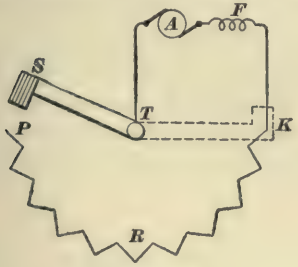

FIG. 35.
**45.** There is very little difference between a rheostat, like the one that we have just considered, and a platform controller. With a rheostat, Fig. 35, the resistance is cut out gradually, by the shoe moving around the half circle *P R K*; with a controller, the resistance is cut out in steps.